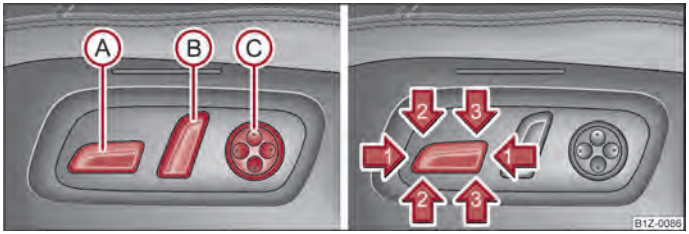

Fig. 43 Side view: Controls for adjusting the seat/seat setting switch
– Press the switch Ⓐ ⇒ fig. 43 forwards or backwards ①.